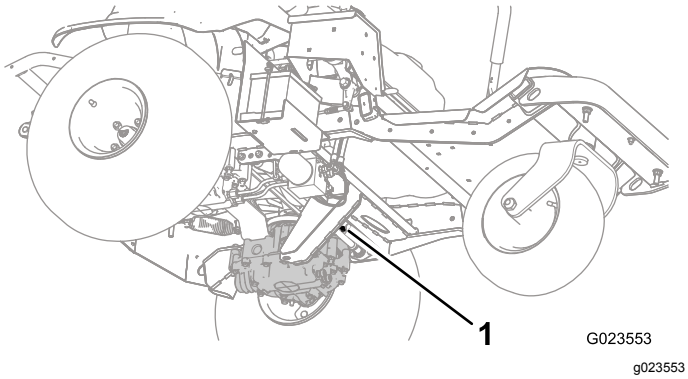
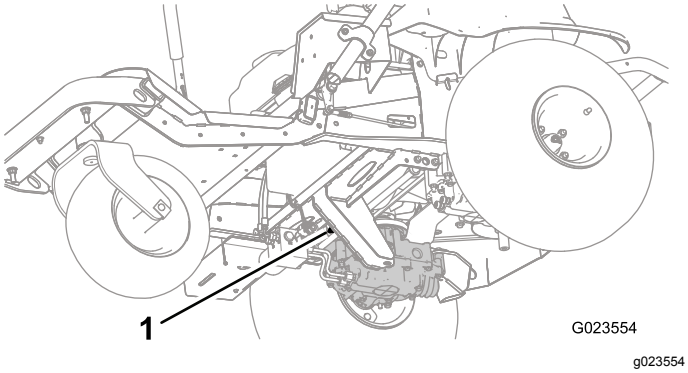
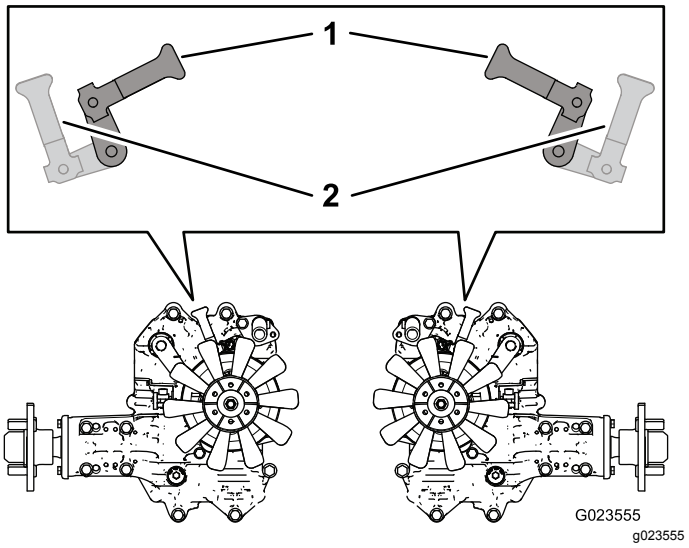

**Figur 27**
**Figur 28**
**Figur 29**
2. Fra undersiden til maskinen roterer du omløpsspakene (Figur 27 og Figur 28) slik at de peker innover mot midten av maskinen (Figur 29) og kobler fra parkeringsbremsen. Se Bruke parkeringsbremsen (side 21).
3. Når du er ferdig med å skyve eller taue maskinen, roter omløpsspakene slik at de peker mot forsiden av maskinen for å muliggjøre kjøring av maskinen (Figur 29).